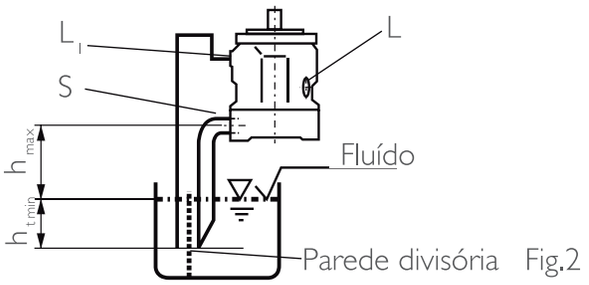

Fig.2
b) Se o nível mínimo do fluido estiver abaixo da superfície do flange de montagem da bomba: Montar tubulação em "L_1" e "S" conforme Fig. 2.
Montagem em cima do tanque conforme Fig. 2.